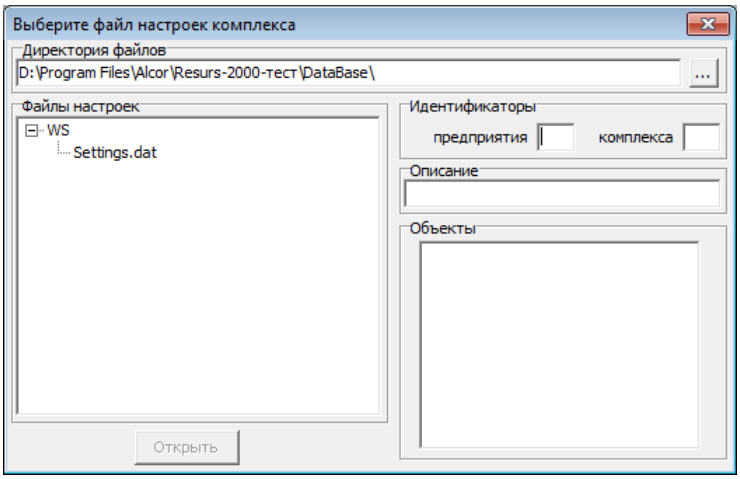

Рис. 9 Диалоговое окно “Выбор файла настроек комплекса”.
1. Выберите пункт **Файл->Открыть базу данных для постобработки** главного меню. При этом будет выдано **Выбор файла настроек комплекса** (рис. 9), для выбора директории с базой данных, которую необходимо открыть и указывается имя открываемого файла настройки комплекса. Выбор подтверждается нажатием кнопки **ОК**.